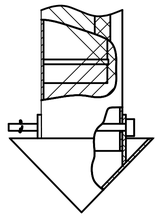

Рис.2
- закрепить к основанию заземлителя нижнего блока с помощью металлического стержня "пирамидку" (рис.2), стержень зашплинтовать;